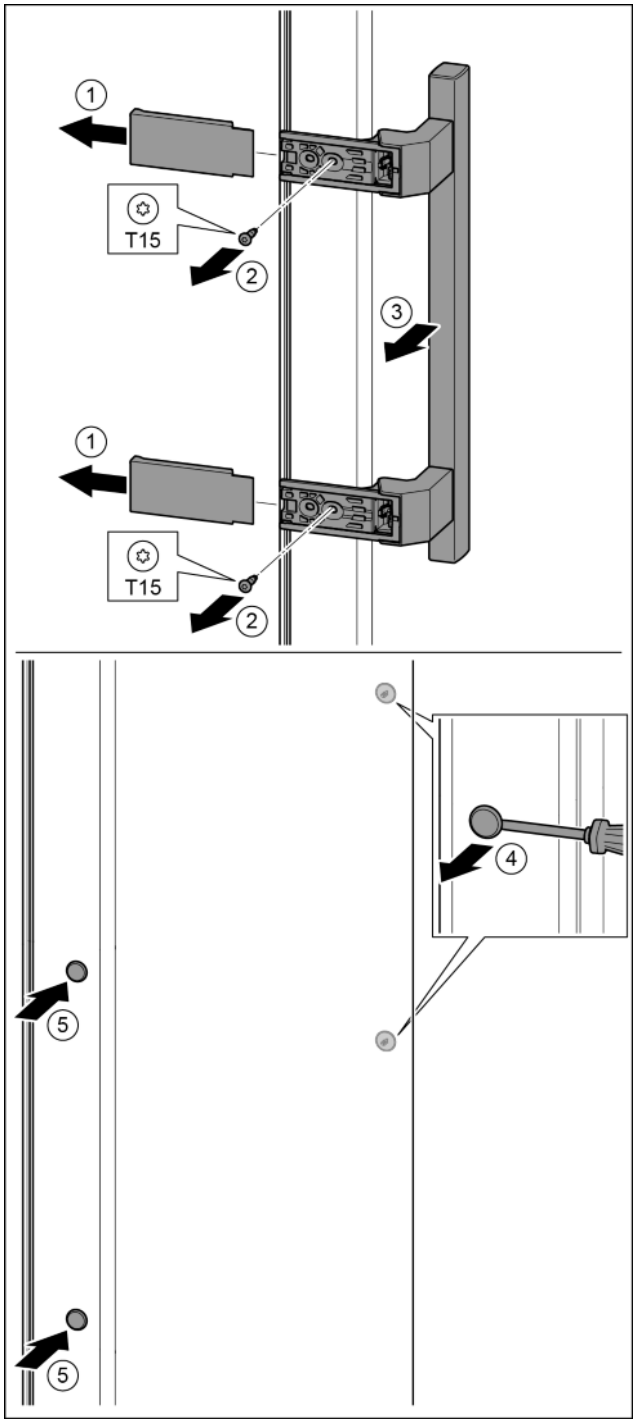

Fig. 31
- ▶ Remove the cover. *Fig. 31 (1)*
- ▶ Remove the screws with the T15 screwdriver. *Fig. 31 (2)*
- ▶ Remove the handle. *Fig. 31 (3)*
- ▶ Carefully lift up the plugs and remove them with a slotted screwdriver. *Fig. 31 (4)*
- ▶ Insert the plugs again on the other side. *Fig. 31 (5)*